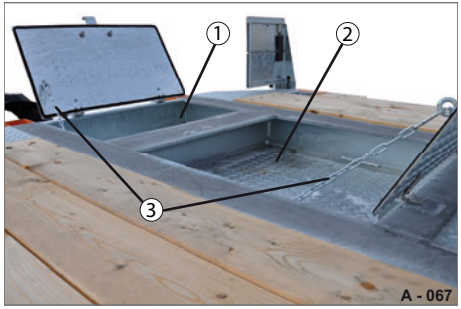

Abb. 66 Staukästen, zweifach geöffnet
- ▶ Ziehen Sie den Deckel komplett hoch. Die Begrenzungskette (Abb. 66/3) haltet den Deckel in der geöffneten Position.
Achten Sie darauf, dass sich die Begrenzungskette (Abb. 66/3) nicht in der Schließkante befindet.